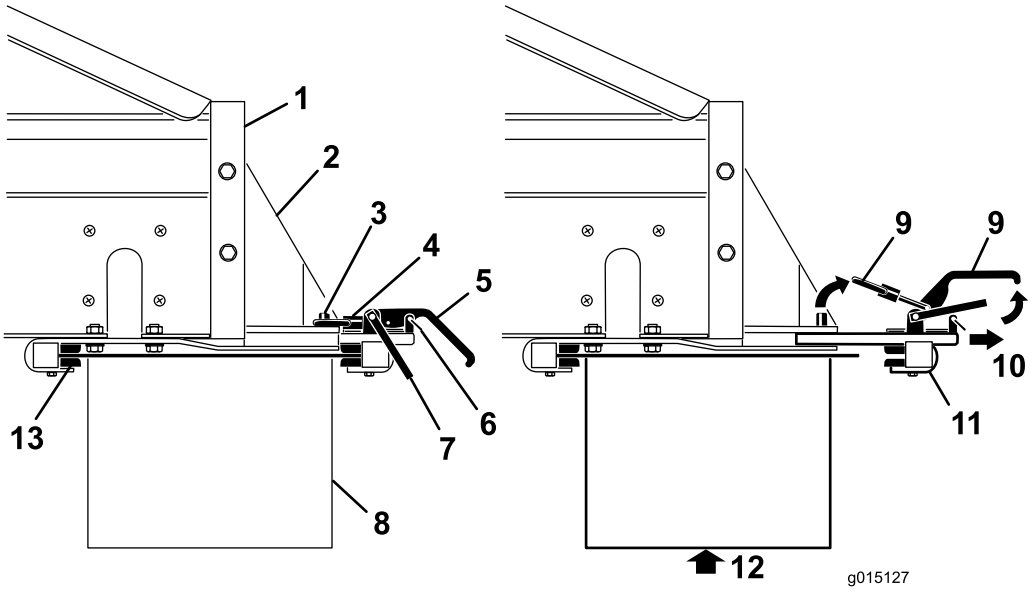

Figuur 29
1. Verwijder de klemmen van de veiligheidsvergrendeling van de klemhendels (Figuur 29).
2. Breng de veiligheidsvergrendeling en vervolgens de klemhendels van de optiebevestiging omhoog en maak de vergrendelringen los van de vergrendelpennen (Figuur 29).
3. Schuif de klemconstructie van de achterste optiebevestiging uit de snelkoppelsleuven (Figuur 29).
4. Steek samen met een tweede persoon de voorste rand van de dubbele spinner omhoog en onder de achterkant van de MH-400 in de voorste klemmen op de beugels (Figuur 29).
5. Ondersteun de dubbele spinner en schuif de klemconstructie van de achterste optiebevestiging terug in de sleuven in de beugels en over de achterkant (Figuur 29).
7. Plaats de klemmen van de veiligheidsvergrendeling terug op de klemhendels (Figuur 29).